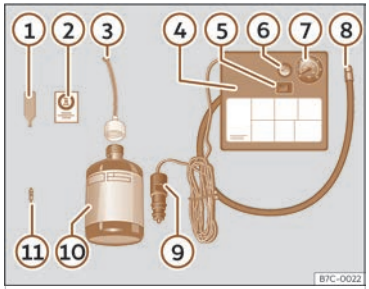

Fig. 199 Standard display: contents of the tyre mobility system.
The tyre mobility system is located underneath the floor covering in the luggage compartment. Includes the following components ››› **Fig. 199**:
- Unscrew the tyre valve cap and insert. Use the device ››› **Fig. 199** ① to remove the valve cap. Place it on a clean surface.
- Shake the tyre sealant bottle vigorously ››› **Fig. 199** ⑩.
- Screw the tyre inflation hose ››› **Fig. 199** ③ into the tyre sealant bottle. The bottle's seal will break automatically.
- Remove the filler cap ››› **Fig. 199** ③ and screw the open end of the tube into the tyre valve.
- Replace the valve insert with the device ››› **Fig. 199** ① onto the tyre valve.
- Screw the tyre inflation tube of the compressor ››› **Fig. 199** ⑧ onto the tyre valve.
- Check that the air evacuation screw is closed ››› **Fig. 199** ⑥.
- Attach the connector ››› **Fig. 199** ⑨ to the vehicle's 12 volt power outlet ››› **page 228**.
- Switch on the air compressor with the ON/OFF switch ››› **Fig. 199** ⑤.
- Attach the sticker ››› **Fig. 199** ② to the instrument cluster display, within the driver's field of vision.
Screw in the inflator tube ››› Fig. 199 (8) again and check the pressure on the gauge (7).